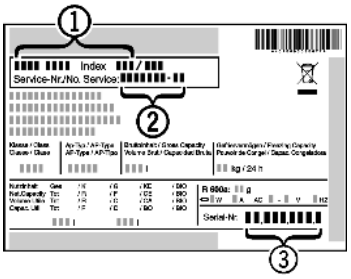

Fig. 6
▶ Relever la désignation de l'appareil *Fig. 6 (1)*, le n° de service *Fig. 6 (2)* et le n° de série *Fig. 6 (3)* sur la plaquette signalétique. Cette plaquette se trouve sur la paroi intérieure gauche de l'appareil.
▶ Informer le S.A.V. et lui communiquer la panne, la désignation de l'appareil *Fig. 6 (1)*, le n° de service *Fig. 6 (2)* et le n° de série *Fig. 6 (3)*.